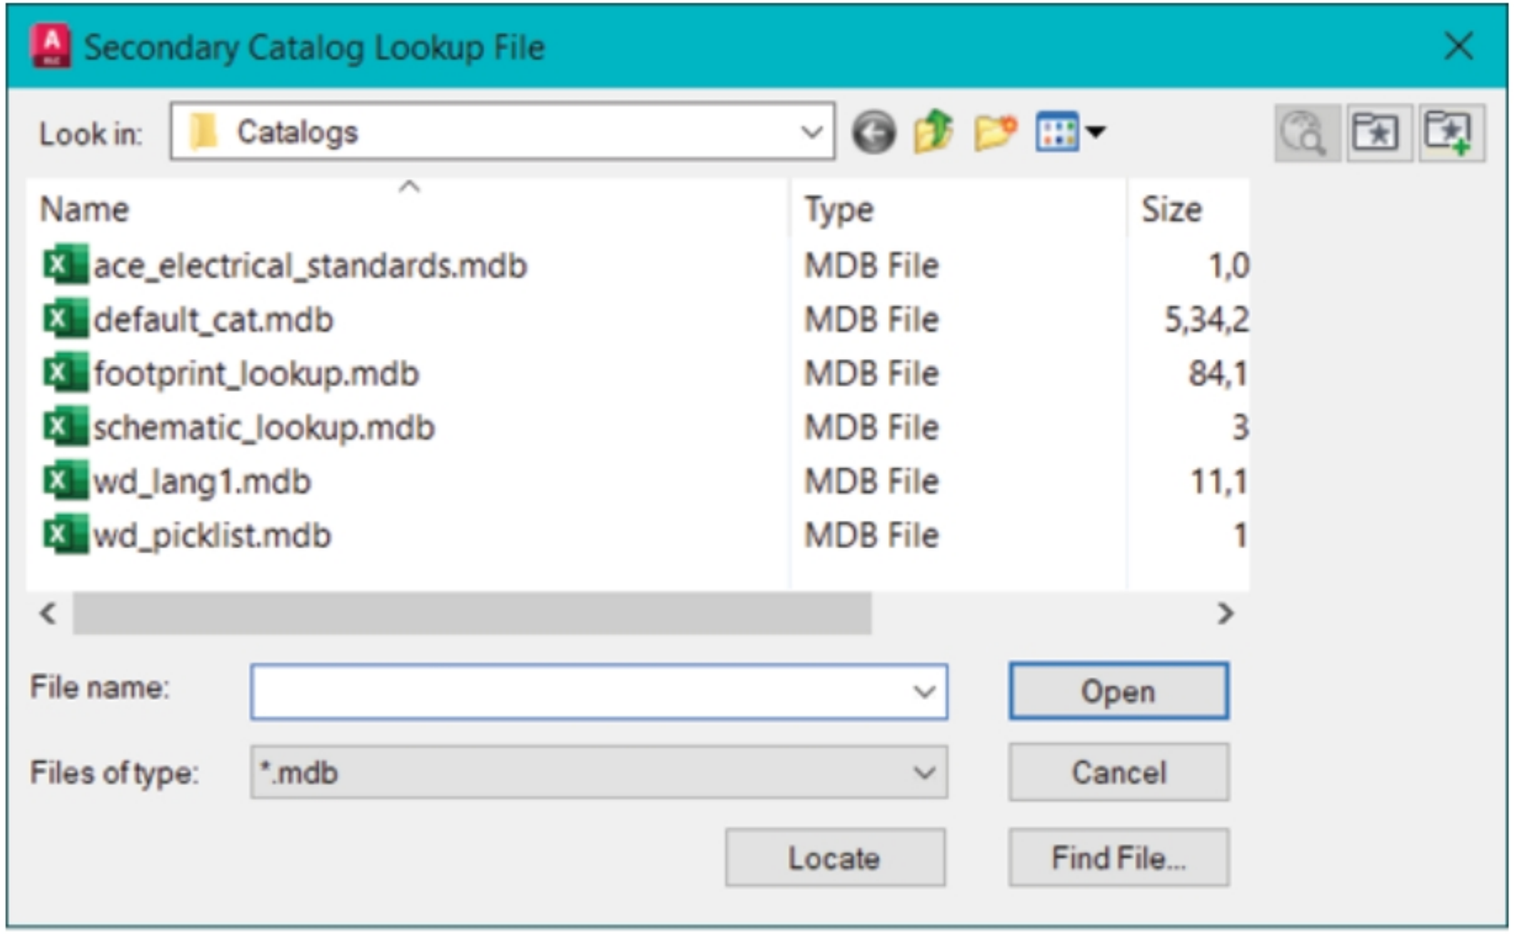

Figure-12. Secondary Catalog Lookup File dialog box
- By default, system uses the default Lookup file available with the current library. But if you need an additional file for look up then click on the **Optional : Define a secondary catalog lookup file for this project** radio button and then click on the **Browse** button. The **Secondary Catalog Lookup File** dialog box will be displayed; refer to Figure-12.